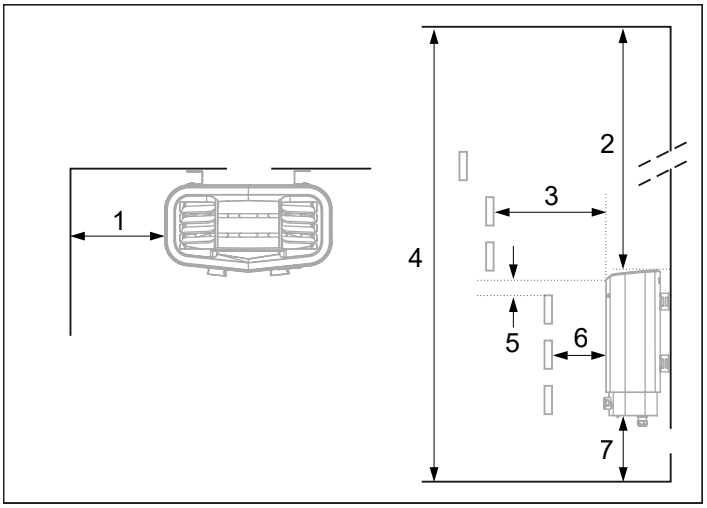

Rysunek 2: umiejscowienie pieca — montaż standardowy
- w bezpiecznej odległości od podłogi, bocznych ścian i elementów wyposażenia wnętrza (patrz rys. 2).